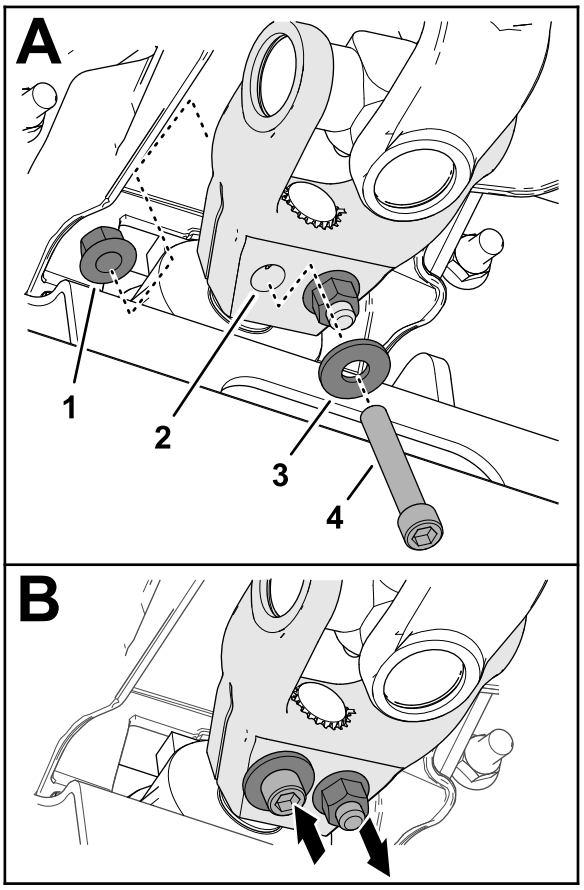

**Figuur 19**
6. Monteer een tapbout met zeskantkop (⅜" x 2¼") door een ring (⅜") en de opening in het aandrijfasjuk (Figuur 19), en bevestig de tapbout met een flensborgmoer (⅜").
(Figuur 19) en bevestig de tapbout met een flensborgmoer (⅜").